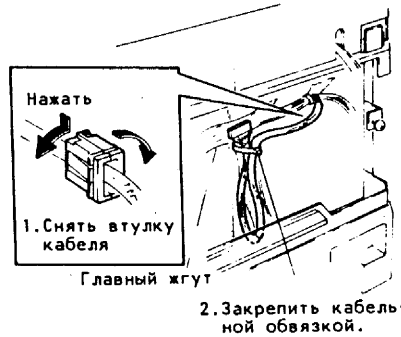

Рис.13.Закрепление жгута проводов
(23) Осторожно выдвинуть главный жгут на блоке питания высокого напряжения.
(24) 5026/5030
Снять втулку со жгута проводов датчика размера, извлеченного в шаге (2), и прикрепить его к главному жгуту, используя кабельную стяжку из комплекта (рис.13).